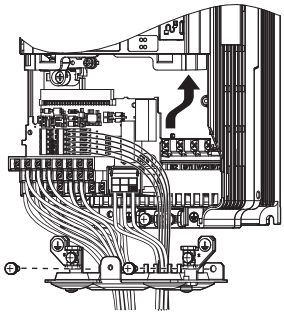

图 7.46 变频器的更换（端子排的安装）
1. 完成主回路的接线后，请按照图 7.46 将拆装式端子排切实插入插口，并用固定螺丝固定。